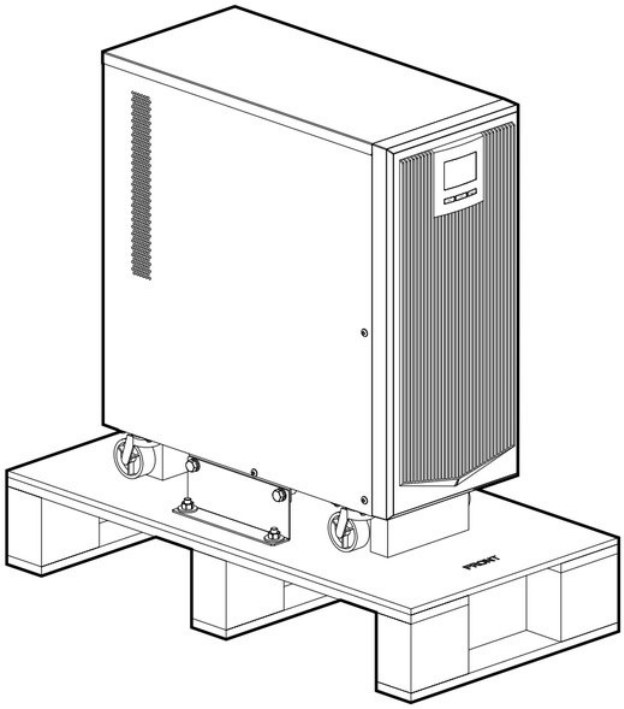

FIGURA 3-1 Aspetto dopo il disimballo
4. Rimuovere l'imballo ed estrarre i componenti opzionali e il manuale d'uso. L'UPS disimballato è mostrato nella Figura 3-1.